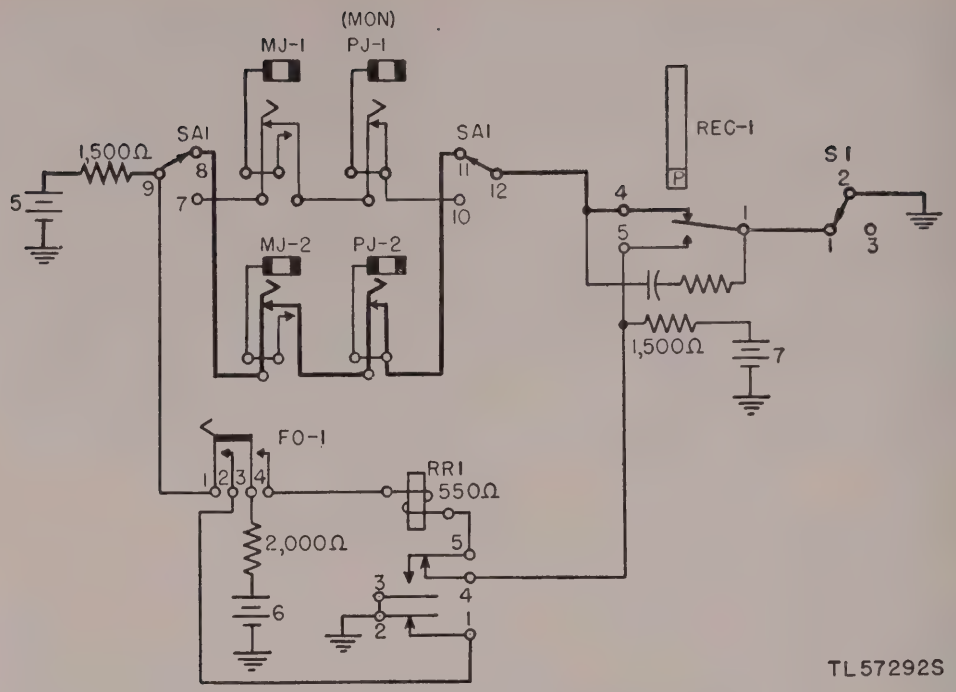
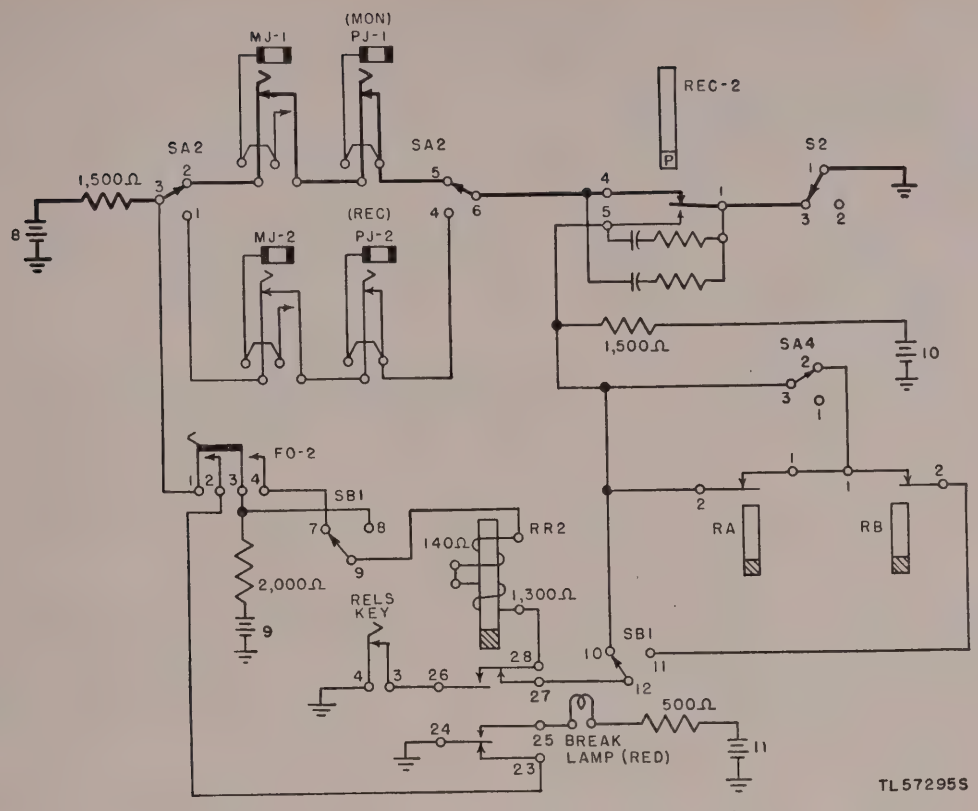

Figure 53. Circuit for relays REC–1 and RR1, split operation.
Figure 56. Circuit for relay REC–2, split operation.
(4) The 1,500-ohm resistor between battery 7 and spacing contact 5 of REC–1 provides a constant load on the spacing contact. This is necessary to prevent sudden changes of load from causing voltage variations in the rectifier output.
b. Split Operation (fig. 53). With switch SA at SPLIT, receiving relay REC–1 becomes the receiving relay for circuit No. 1 and operates the receiving (lower) typing reperforator instead of the monitor (upper) typing reperforator which is now controlled by relay REC–2 (fig. 56). When thrown to SPLIT, switch SA removes jacks MJ–1 and PJ–1 from between battery 5 and the marking contact of REC–1 and replaces them by jacks MJ–2 and PJ–2 (heavy line, fig. 53). The receiving (lower) typing reperforator is plugged into PJ–2. The operation of feed-out key FO–1 in split operation is the same as in normal operation except that it feeds out the receiving (lower) typing reperforator instead of the monitor (upper) typing reperforator.
c. Split Operation (fig. 56). Throwing switch SA to the SPLIT position removes jacks MJ–2 and PJ–2 from between battery 8 and the marking contact of REC–2 and places jacks MJ–1 and PJ–1 between battery 8 and the marking contact of REC–2. The monitor (upper) typing reperforator therefore is placed under control of receiving relay REC–2 and becomes a receiving typing reperforator for circuit No. 2. With switch SA at SPLIT and switch SB at SINGLE, switch SA also shorts out contacts RA–2/1, so that operation of RR2 (circuit No. 2) is independent of the operation of RA (circuit No. 1).